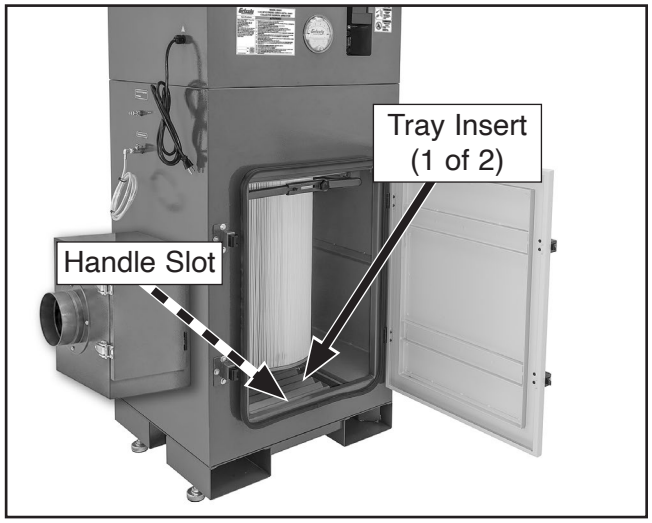

Figure 33. Dust tray components.
3. Using handle slot, lift dust tray up and out of cabinet (see **Figure 33**).